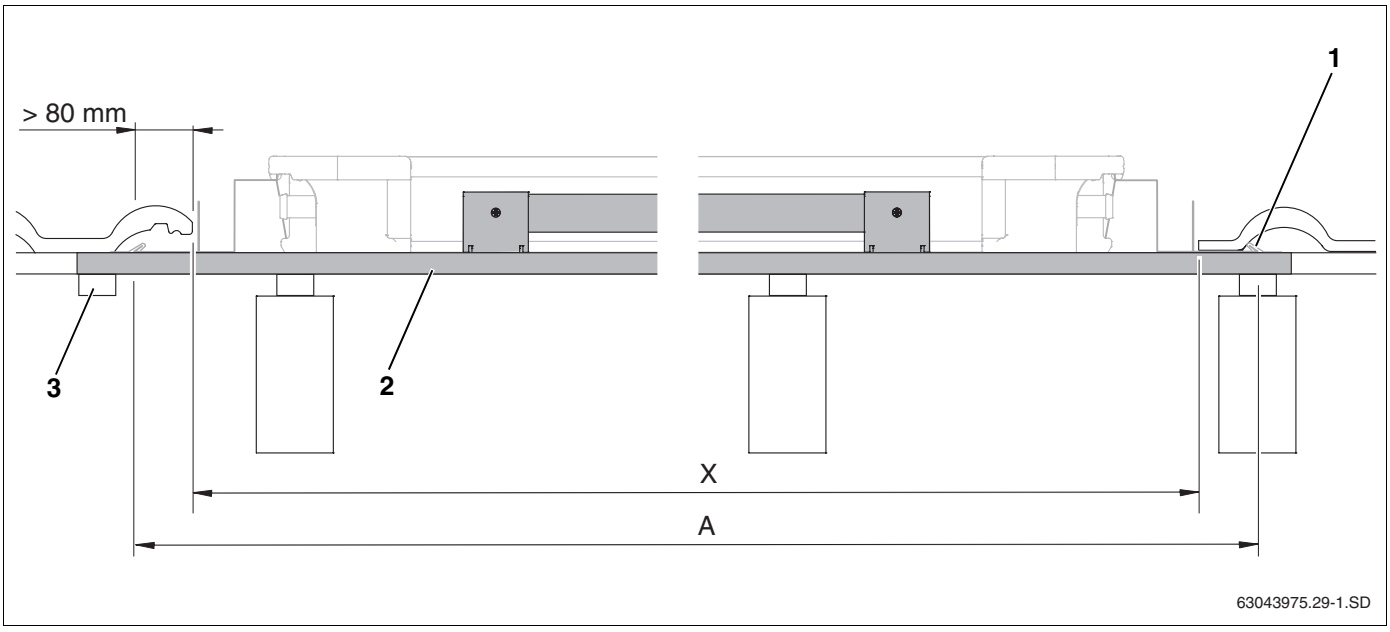
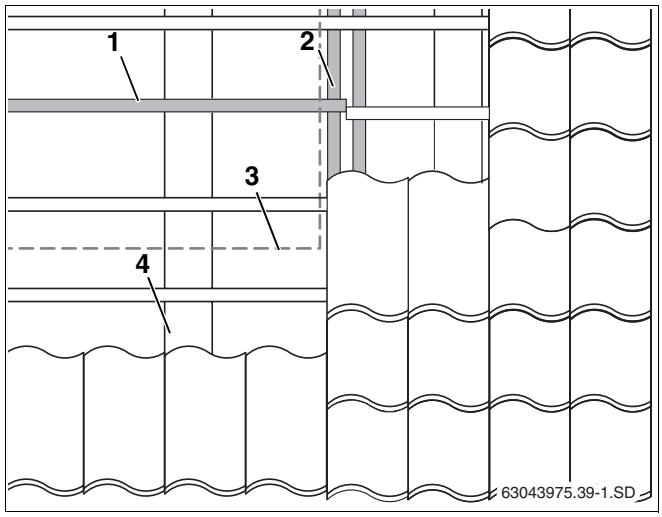

Abb. 9 Länge der zusätzlichen Dachlatten (hier: erste Dachlatte unten mit Abrutschsicherung)
Abb. 13 Versetzen von Dachlatten im Kollektorfeldbereich
Die Mindestlänge der zusätzlichen Dachlatten (Abb. 9, **Pos. 2**) entspricht der Kollektorfeldbreite (Tabelle 5, Seite 14, Maß A) plus ca. 10 cm für die seitlichen Hafter (Abb. 9, **Pos. 1**).
- Befestigen Sie Lattenstöße auf den Sparren oder verbinden Sie diese ausreichend, z.B. durch das Kontern mit vorhandenen Dachlatten (Abb. 9, **Pos. 3** und Abb. 13, **Pos. 2**) .
Muss eine zusätzliche Dachlatte (Abb. 13, **Pos. 1**) im Bereich einer vorhandenen montiert werden, ist die vorhandene im Bereich des Kollektorfeldes (Abb. 13, **Pos. 3**) zu versetzen und ausreichend zu befestigen (Abb. 13, **Pos. 2**).